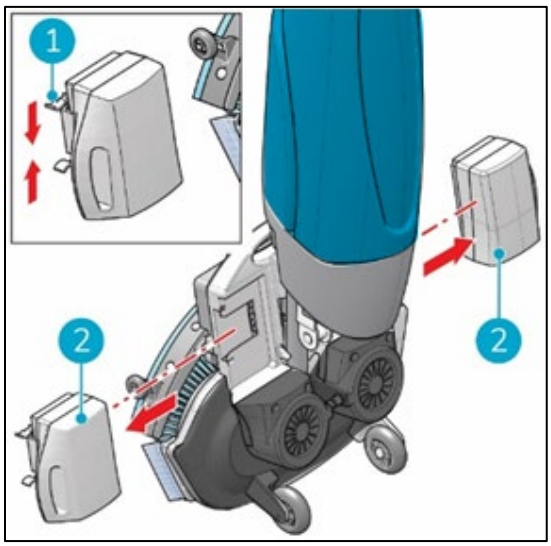

Figur 32
21. Trykk festeklemmen innover (Figur 32, pos 1) Batteriet løftes fra forankringen, trekk batteriet bort (Figur 32 ,pos 2).